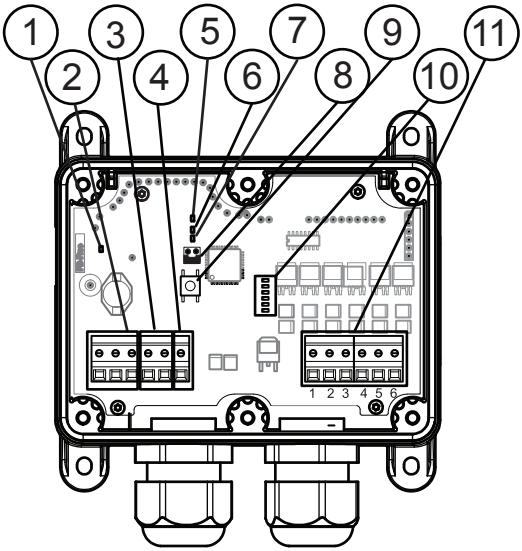
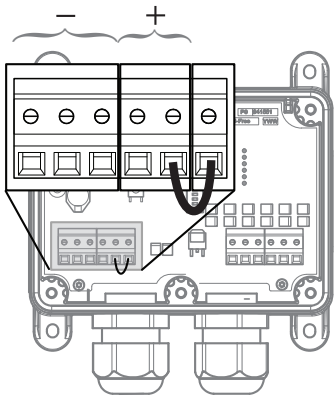

Abbildung 1. Modell Sesam 800 RXM TL - Anzeigen, Anschlüsse und Jumper.
Abbildung 2. Konfiguration der internen Stromversorgung der Leistungsausgänge
Das Modell Sesam 800 TL besitzt LED-Leuchten, die verschiedene Parameter anzeigen (die Anordnung der LED-Leuchten ist in Abb. 1 dargestellt).
Schließen Sie die zu steuernde Maschine an die Ausgangsklemmen 1-6 (siehe ⑪ in Abb. 1) und die Masse der Maschine an Position 2 an (siehe ② in Abb. 1). Falls die Ausgänge mit derselben 12-24 V Gleichspannungsversorgung wie der Empfänger gespeist werden sollen, müssen Sie zwischen Eingang der Ausgangsleistung (SW) und Plus (+) 12-24 V DC mit einem 0,75 mm² Kabel einen Jumper anschließen (siehe Abb. 2).
3. Drücken Sie die Teach-In/Löschen-Taste, bis LED 7 leuchtet (siehe ⑦ in Abb. 1).